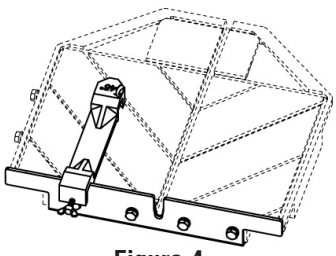

Figure 4
1. Set the rip guide at the desired location on the ruler guide and tighten the threaded knob. Make sure that the rip guide is firmly tightened to avoid slippage. The rip guide can be used for 45˚ and 90˚ cuts. (See figure 4).